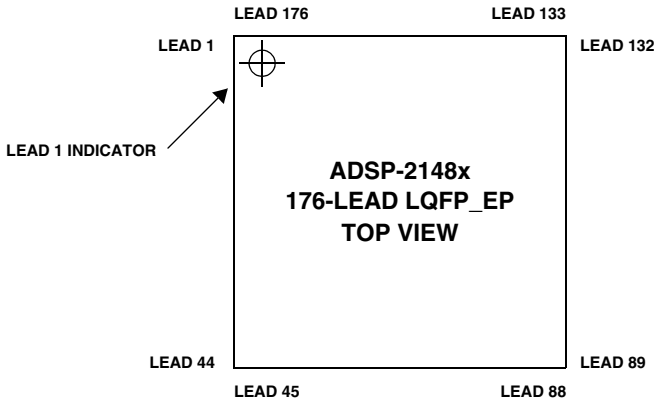
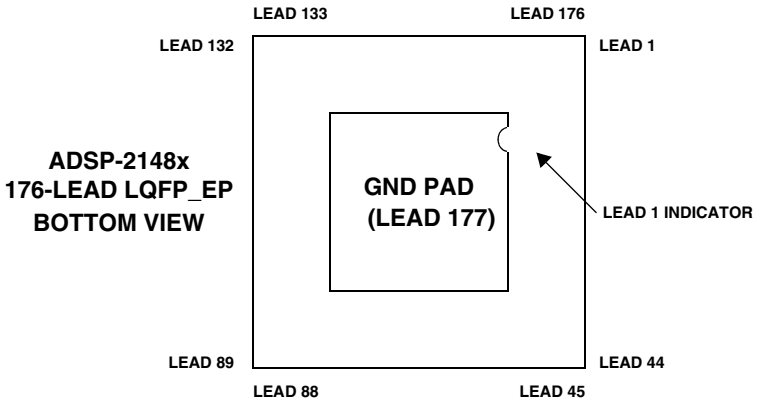

Figure 50. 176-Lead LQFP_EP Lead Configuration (Top View)
Figure 51. 176-Lead LQFP_EP Lead Configuration (Bottom View)
** Lead no. 177 (exposed pad) is the GND supply (see Figure 50 and Figure 51) for the processor; this pad must be **robustly** connected to GND.
* Lead no. 177 (exposed pad) is the GND supply (see Figure 50 and Figure 51) for the processor; this pad must be **robustly** connected to GND.
Figure 50 shows the top view of the 176-lead LQFP_EP lead configuration. Figure 51 shows the bottom view of the 176-lead LQFP_EP lead configuration.